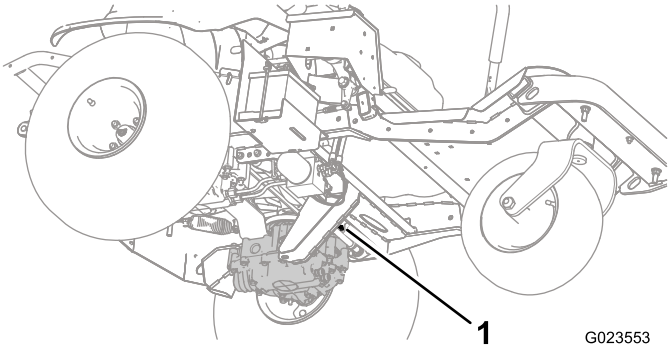
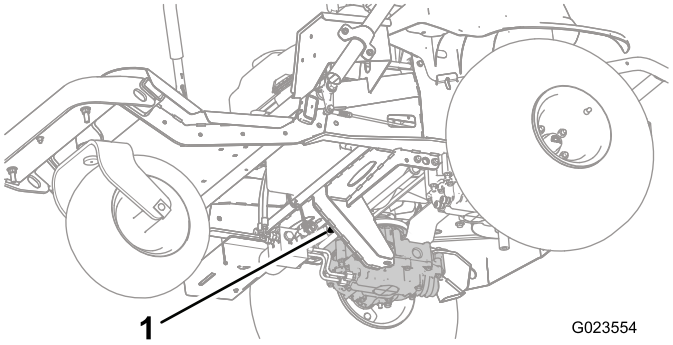
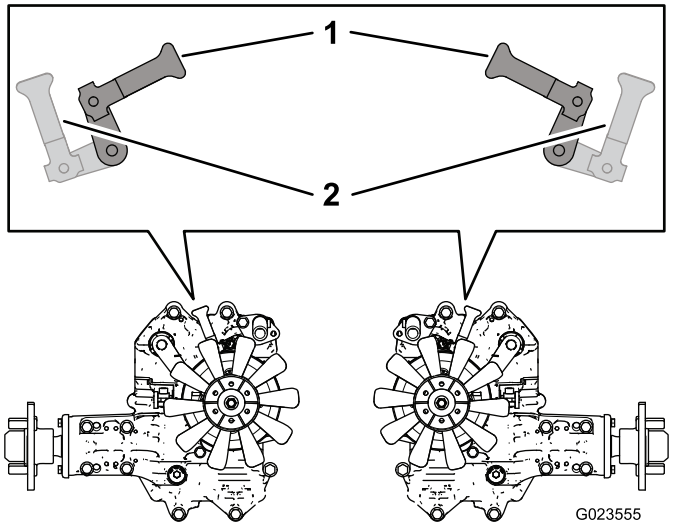

Figur 28
Figur 29
Figur 30
3. Fra undersiden til maskinen roterer du omløpsspakene (Figur 28 og Figur 29) slik at de peker innover mot midten av maskinen (Figur 30) og frigjør parkeringsbremsen. se Frigjøre parkeringsbremsen (side 25).
4. Når du er ferdig med å skyve eller taue maskinen, roter omløpsspakene slik at de peker mot forsiden av maskinen for å muliggjøre kjøring av maskinen (Figur 30).